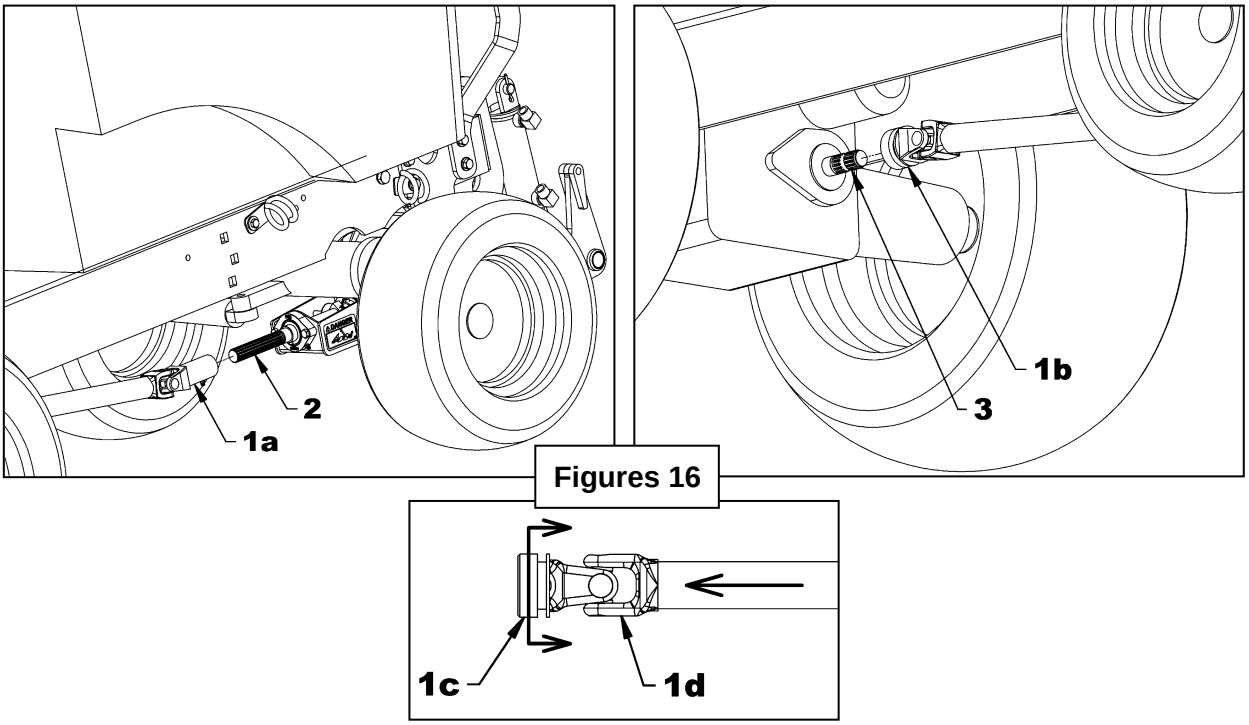

Figures 16
1. **Figure 16:** After completing the installation of the subframe on the tractor attach the longest yoke of the fixed driveline (item 1a) to the tractor's output shaft (item 2).
2. **Figure 16:** Disengage the locking collar (item 1) by pulling it back and push on the yoke (item 1d) to connect the driveline to the tractor PTO (item 3). Release the yoke and make sure the locking collar is back in its proper position. Pull and push on driveline to make sure it is securely locked.